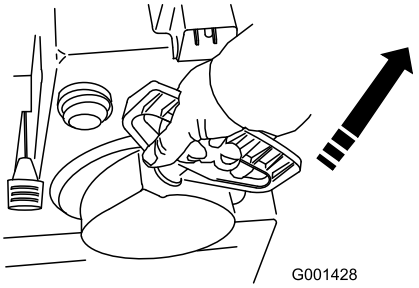

Figur 25
7. Dra i startsnöret (Figur 25).